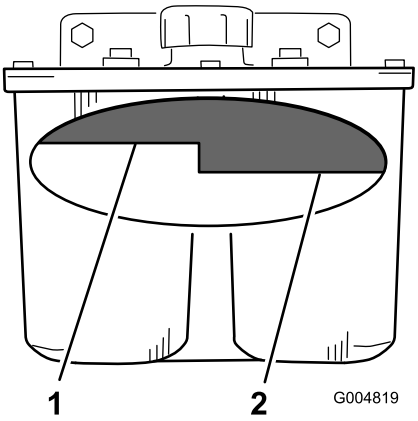

Figur 71
2. Rengør området omkring hydrauliktankens påfyldningsstuds (Figur 71).
3. Fjern hætten fra påfyldningsstudsen. Kig i tanken for at se, om der er væske i beholderen (Figur 71).
Bemærk: Væskestanden skal nå op til toppen af varm-niveauet på pladen, når væsken er meget varm (Figur 71).